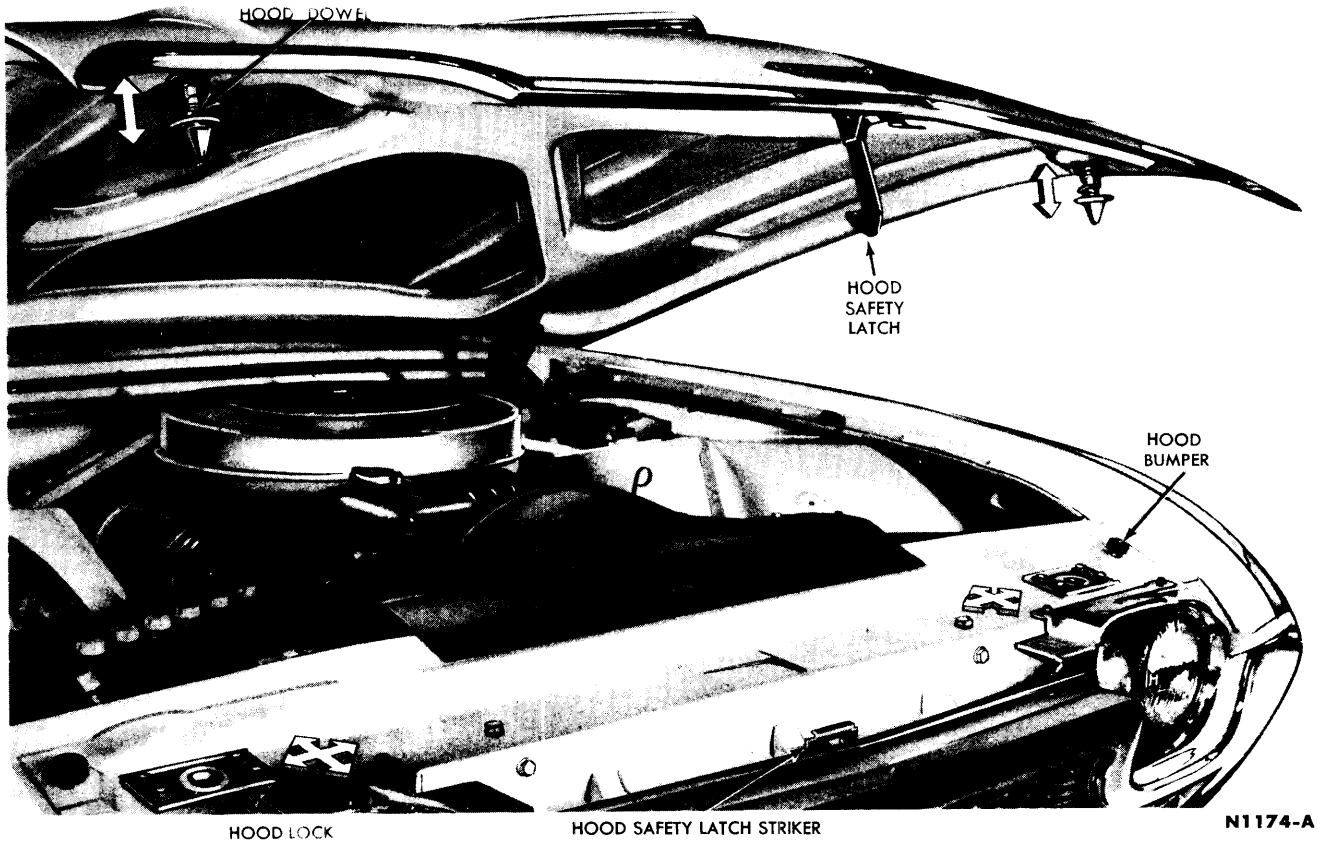

FIG. 1—Hood Locks
A safety catch, located on the front edge of the hood, permits the hood to pop open only a few inches when the locks are released (Fig. 1).
5. Align the hood locks to the dowels (Fig. 1) and tighten all lock retaining bolts. Apply Lubriplate to the locks.